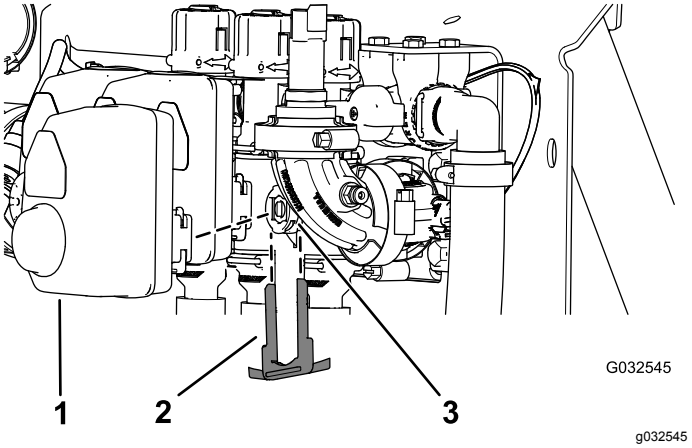

Figur 107
2. Ta bort hållaren som fäster manövreringsorganet till sektionsventilens eller omrörningsventilens grenrörsventil (Figur 107).